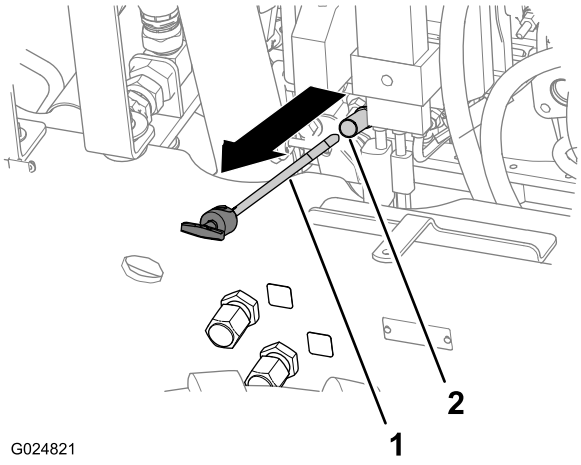

Figura 24
4. Remova a vareta de nível e limpe-a com um pano limpo (Figura 24).
5. Introduza a vareta de nível até o fim do tubo e torne a removê-la (Figura 24).